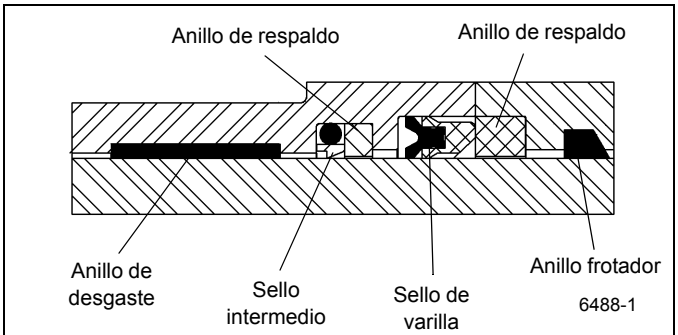

FIGURA 2-34
14. Instale el sello intermedio, los anillos de respaldo y el sello de varilla dentro de la cabeza, asegurándose que los sellos estén debidamente armados y colocados en el sentido correcto (Figura 2-34).